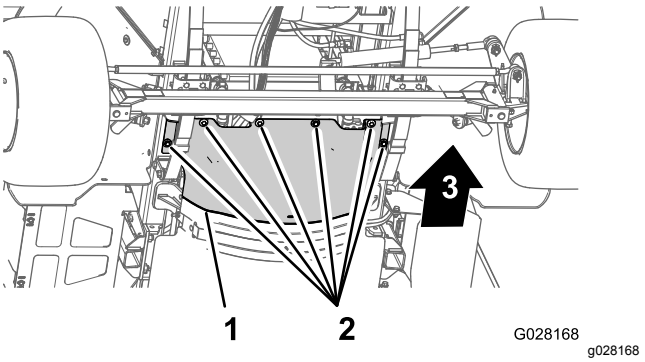

Figur 59
3. Fjern de seks sekskantboltene og seks skivene som fester det fremre varmeskjoldet til chassiset, og fjern skjoldet (Figur 59).